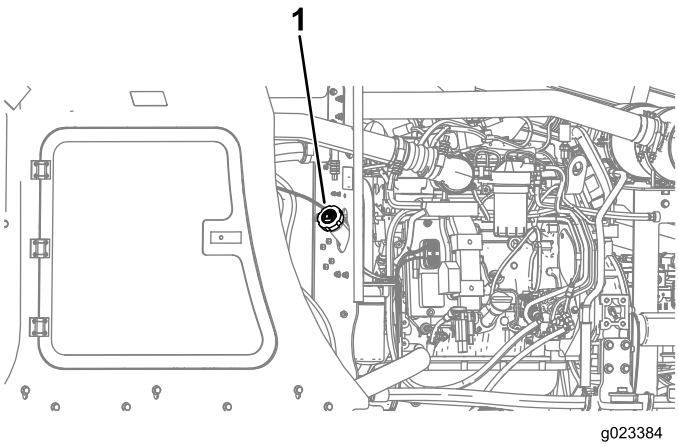

Figure 66
3. Retirez le bouchon du réservoir de carburant (Figure 66).